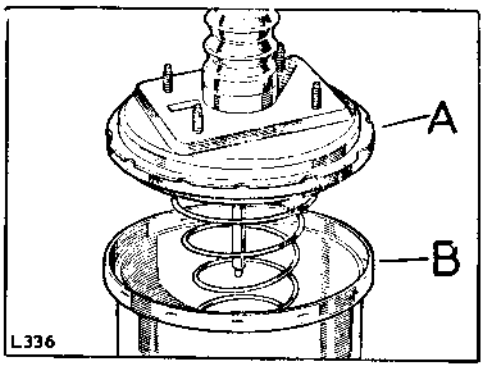

**Fig. H1-131. Removing rear shell**
6. Place the front shell on top of the base plate in the manner used when dismantling the unit. Locate the diaphragm return spring into the front shell. Smear the outer bead of the diaphragm with servo grease No. 64949009 and fit, complete with diaphragm plate, into the rear shell. Place this assembly on top of the spring. Put the lever on top of the unit, locating the studs in the shell into the holes in the lever. Before pressing the rear shell firmly down on the front shell, ensure that the scribed lines will be in alignment. Figs. H1-131 and H1-130.